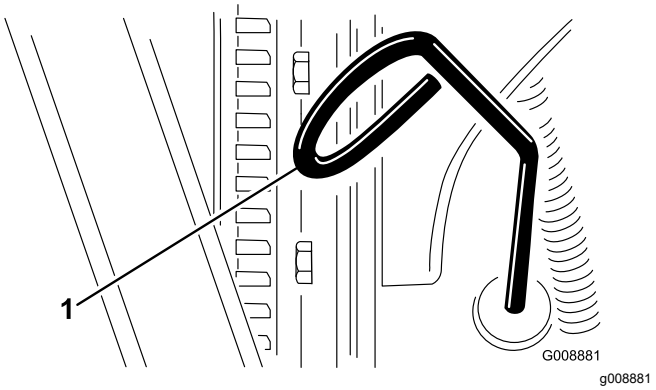

Figur 27
2. Ta ut peilestaven (Figur 27) og tørk den med en ren fille.